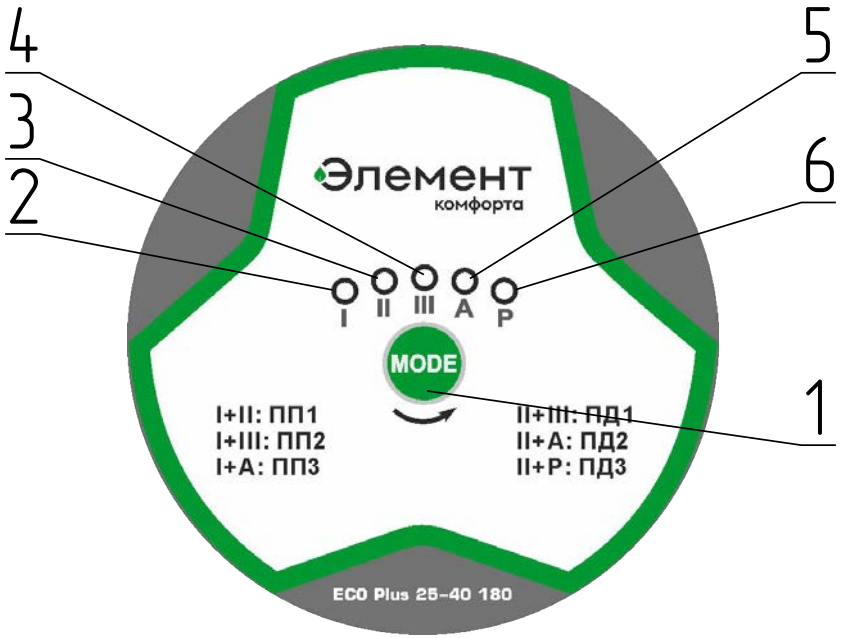

Рис.16 Органы управления.
• Повышенное напряжение сети – насос выключается при напряжении 270В и автоматически включается при уменьшении ниже 260В; мигает индикатор I (см. Рис.16).
7.8.1. Режимы работы насоса меняются поочередно последовательным нажатием кнопки MODE на фронтальной части блока подключения и управления (см. рисунок 16). Насос при этом должен быть подключен к сети.